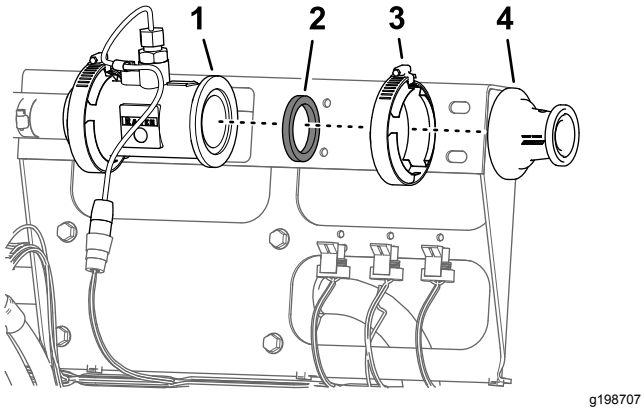

Rysunek 69
6. Zdejmij obejmę kołnierzową 51 mm i uszczelkę 38 mm mocującą kołnierz adaptera do kołnierza przepływomierza (Rysunek 69).